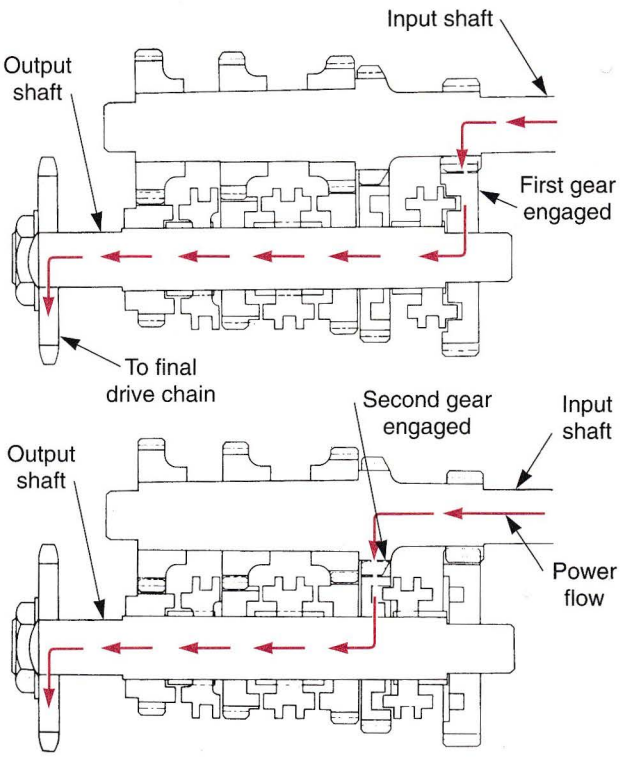

Figure 13-23. In a constant mesh transmission, each gear is always meshed with its mate on the other shaft. One pair of gears transfers power for each ratio.
- Typically, all gear teeth are meshed at all times (constant mesh). However, only one gear on the input shaft and its output mate transfer power (are both locked) when a speed is selected, **Figure 13-23.**